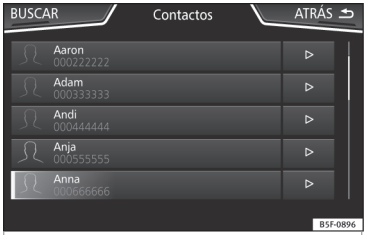

Fig. 190 Menú Contactos.
- Prema o botón de función Buscar ››› **fig. 190** para abrir a máscara de busca.
- Prema o botón de función ▷ ››› **fig. 190** situado xunto á entrada na listaxe de contactos.